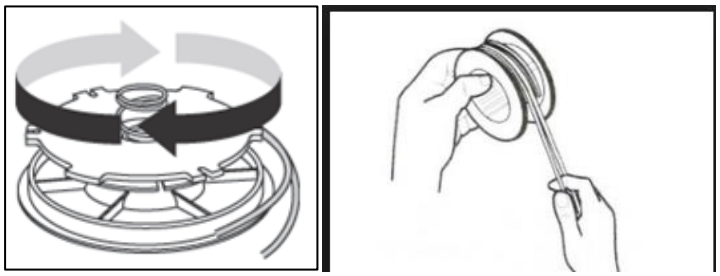

Rys. 23
3. Trzymając szpulę nawijaj żyłkę w prawo wokół szpuli, upewniając się, ze każda połowa żyłki jest w swoim prowadniku (Rys. 23). Utrzymuj naciąg przy końcówkach podczas nawijania. Nawijaj aż pozostanie ok. 15 cm żyłki.